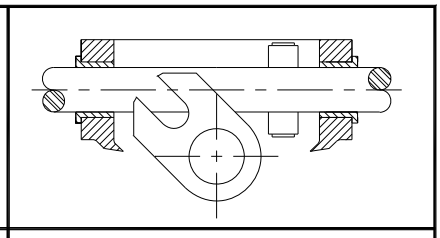

FIGURE 7
F. Rotate piston rod 90° to allow access to retaining ring (11) as shown in FIGURE 7.
G. Remove retaining ring and bearing (10). Then rotate piston rod (4) 180° and remove the bearing and thrust pin assembly.
H. Remove piston rod (4) and piston rod bushings (7).
I. Remove plug (12) from back of housing.
J. Using a punch or suitable dowel pin, insert through clearance hole and press yoke pin (6) out.
K. Remove retaining ring (8) from output shaft. Remove output shaft and yoke.
L. Remove bushings (5) from housing.
F. Rotate piston rod (4)90° to allow access to retaining ring (11) as shown in FIGURE 7.
G. Remove the thrust pin retaining rings (11) and withdraw the roller bearings (10), and thrust pin (9).
I. Remove retaining rings (8) and (12b) on both ends of output shaft.
J. Remove thrust plate (13b) and thrust washers (22) from the output shaft (3).
K. Position the yoke (2) in the fully clockwise position (viewed from the thrust plate (13b) side).
L. Using a soft hammer, drive output shaft (3) out through top of housing (1).
M. Withdraw yoke (2) from housing (1).
N. Remove the output shaft bushings (5) from the housing (1).
D. Lubricate with "WD40" and install piston rod (4) being careful not to scratch sealing surfaces when sliding through yoke assembly.
E. Swing yoke clear toward left side of housing as shown in FIGURE 7.
F. Sub-assemble thrust pin (9) with one roller bearing (10) and one retaining ring (11). Pre-lubricate sub-assembly with high temperature grease such as "Whitmore's Omnitemp II".
G. Install roller bearing sub-assembly per FIGURE 7. Rotate piston rod 180° and assemble second roller bearing and retaining ring. Place ample amount of high temperature grease on roller bearing and inside wear area of yoke.
H. Engage roller bearing in yoke assembly as shown in FIGURE 7, 6, & 5.
I. Install plug (12) in back of housing if applicable. Use "Loctite 222 Thread Locker".